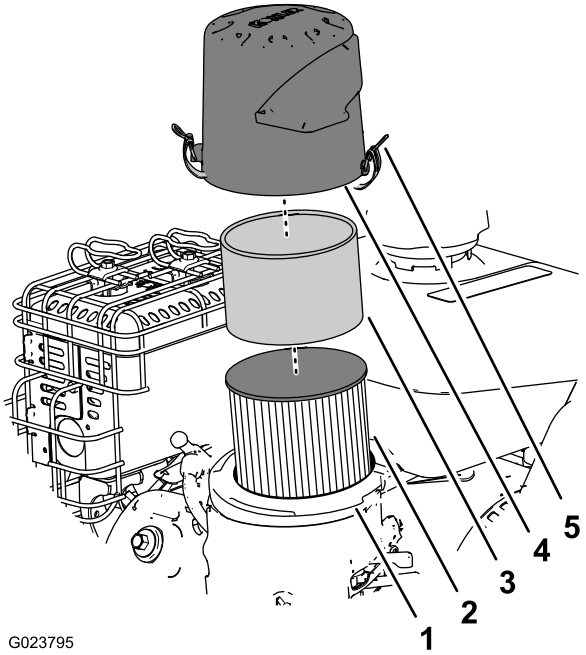

Figur 22
2. Fjern dækslet, og rengør det grundigt (Figur 22).
3. Fjern skumforfilteret, og vask det med en mild sæbeopløsning og vand, og lad det tørre (Figur 22).
4. Fjern og efterse papirluftfilteret (Figur 22); kasser det, hvis det er meget snavset.
6. Monter skumforfiltret på papirluftfiltret (Figur 22).
7. Monter luftfilteret på luftfilterbasen (Figur 22).